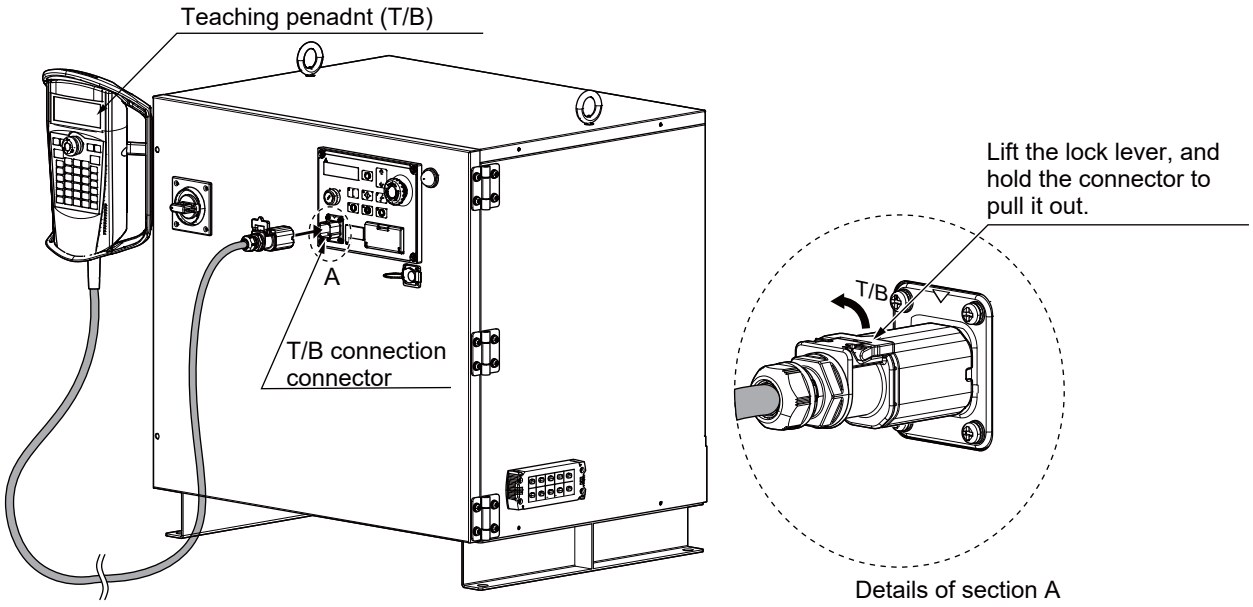

Fig.2-2:Installing and removing the T/B
2) Refer to Fig. 2-2, connects T/B connector to the robot controller. Use as the upper surface the lock lever, and push in until there is sound.
2) Refer to Fig. 2-2, raise up the lock lever in the connector upper part, and pull up the connector. Please install the dummy connector, if you use the robot, without connecting T/B.
2) Pull out the T/B connector within five seconds while 1). Refer to Fig. 2-2, raise up the lock lever in the connector upper part, and pull up the connector.